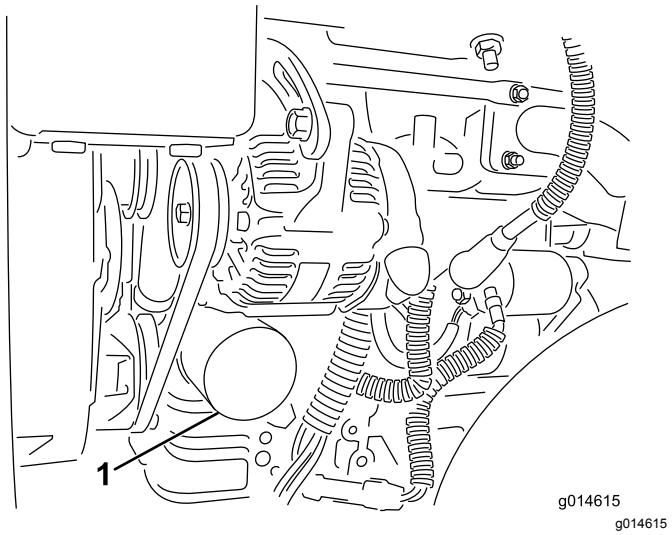

Figur 41
2. Fjern oliefilteret (Figur 41). Påfør et let lag ren olie på den nye filterpakning.